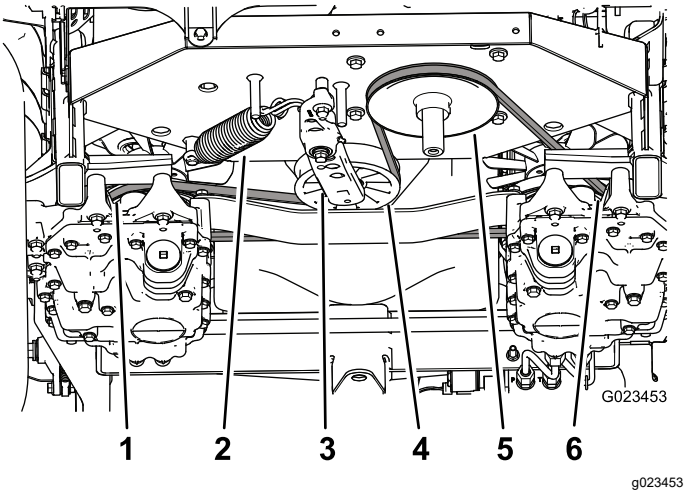

Rysunek 56
3. Włóż grzechotkę w kwadratowy otwór ramienia napinacza, aby unieruchomić sprężynę napinacza (Rysunek 56), a następnie zdejmij pasek z koła pasowego napinacza.
4. Odbezpiecz sprężynę napinacza od ramienia napinacza i ramy (Rysunek 56).
9. Zamontuj sprężynę na ramieniu napinacza i ramie (Rysunek 56).